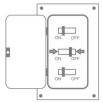

Fig 1
Step 1: Keep the power off. see Figure 1.